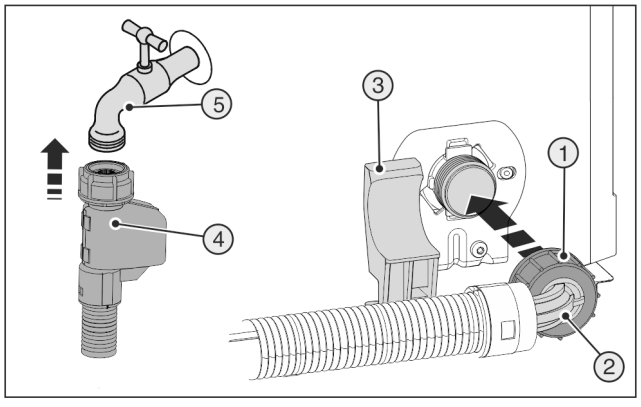

Fig. 22
▶ Racordați capătul drept al furtunului *Fig. 22 (4)* la robinetul de închidere *Fig. 22 (5)*.